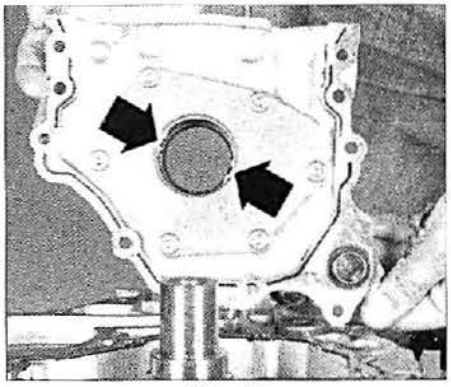

FIG. 19
• Colocar una junta tórica nueva y montar la bomba de aceite en el cigüeñal alineando los dos rebajes de la bomba con los del cigüeñal **(fig. 19).**